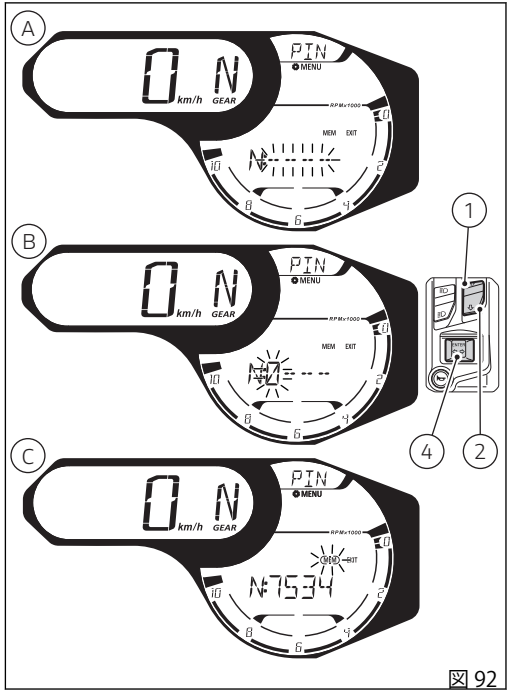

図 92
ボタン (4) を押して最後の桁を決定すると、"MEM" (C、図 92) の文字枠が点滅します。
- "EXIT" を選択 (枠が点滅) してボタン (4) を押すと、PIN CODE を保存せずに終了します。
- 設定したコードのひとつの数字を選択 (点滅) してボタン (4) を押すと、コード入力をもう一度行い数字を変更することができます。
- "MEM" (C、図 92) を選択 (枠が点滅) してボタン (4) を押すと、新しい PIN CODE が保存されます。インストルメントパネルは "MEM OK" を 2 秒間表示し、続いて "EXIT" の文字枠を点滅させます。ボタン (4) を押して終了します。